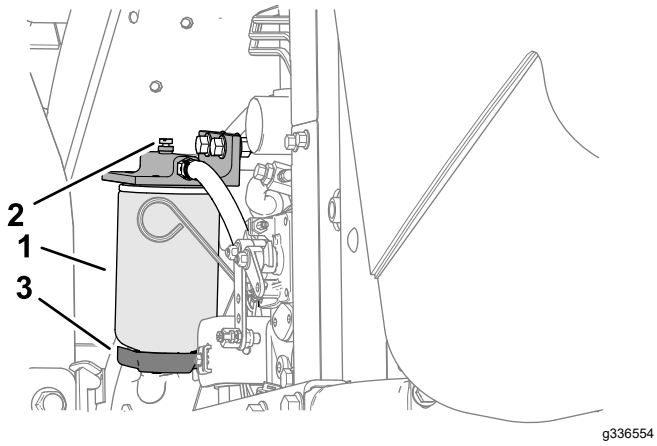

**Figur 68**
4. Lossa avtappningsventilen i botten på filterskålen (Figur 68).
3. Rengör området där filterskålen ska monteras (Figur 68).